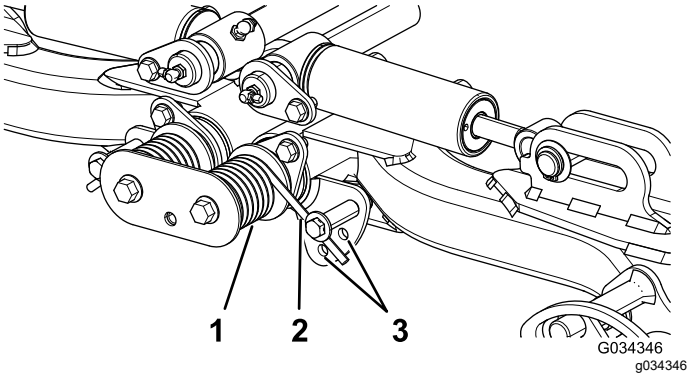

Figuur 34
2. Steek een buis of gelijksoortig voorwerp op het uiteinde van de lange veer om de spanning op de veer tijdens de afstelling weg te nemen (Figuur 34).
3. Als de veer is ontspannen, verwijdert u de bout en de borgmoer waarmee de actuator van de veer is bevestigd aan de beugel (Figuur 34).